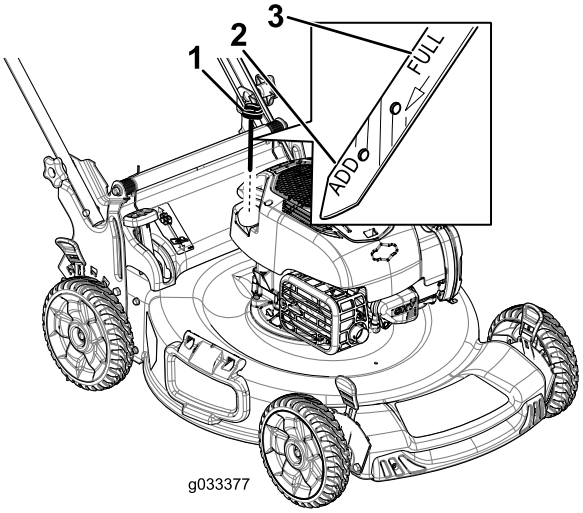

Figur 8
1. Ta ut oljestickan (Figur 8).
2. Fyll långsamt på olja i påfyllningsröret tills nivån når markeringen Full på oljestickan (Figur 8). **Fyll inte på för mycket.**